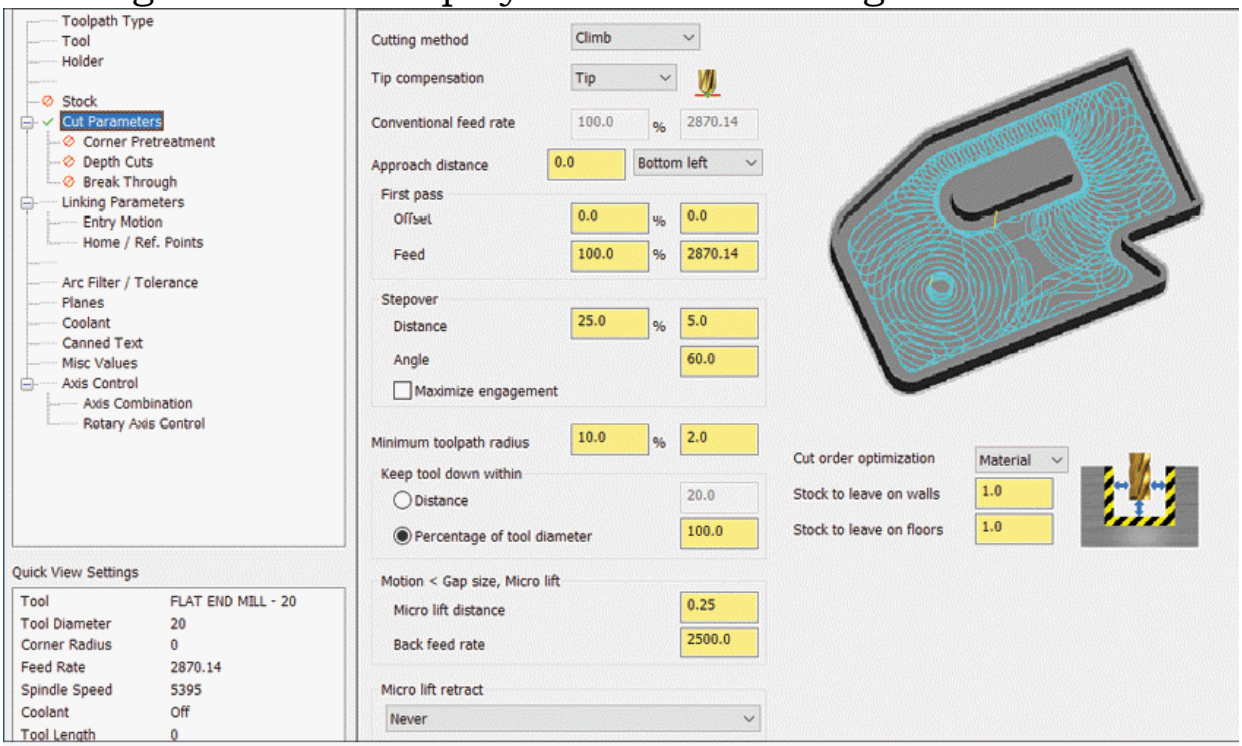

Figure-29. Cut Parameters for Dynamic Mill
- Click on the **Cut Parameters** option from the left area. The dialog box will be displayed as shown in Figure-29.